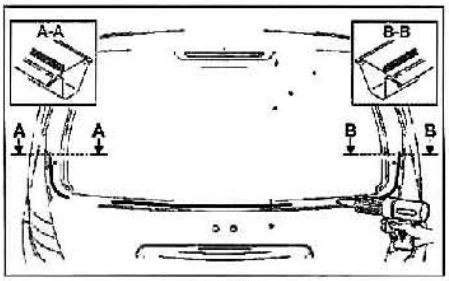

FIG. 99
• Colocar los separadores (2).
• Colocar un cordón de cola como se ilustra **(fig. 99).**